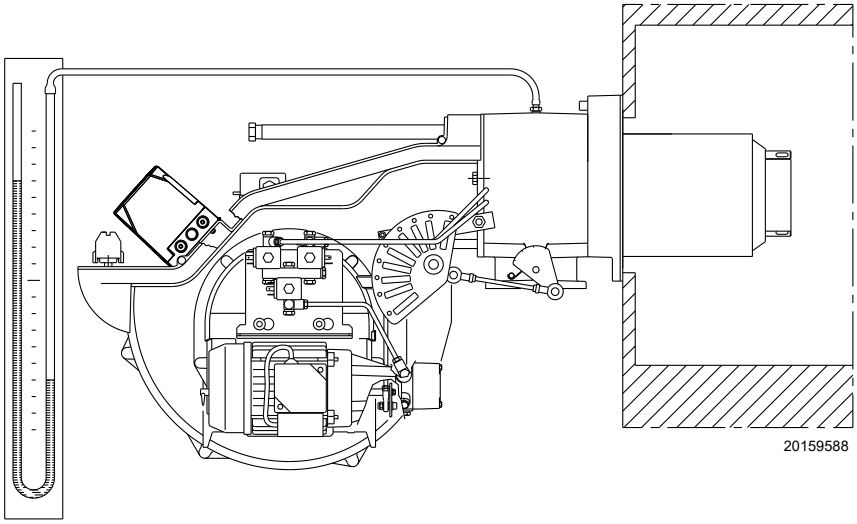

Fig. 37
– Monter un manomètre en U ou un manomètre de type différentiel (Fig. 37), avec prise (+) sur la pression du gaz du manchon et (-) dans la chambre de combustion.
L'arrivée de gaz au manchon est mise en évidence sur le manomètre en U (Fig. 37).
À titre d'orientation, on peut le trouver dans le Tab. L à la page 28, il suffit de lire la pression du gaz sur le manomètre en U, voir Fig. 37 à la page 33, et suivre les indications.